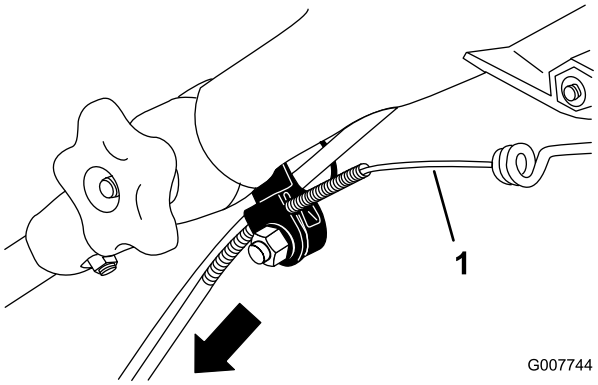

Figuur 36
3. Trek de kabelmantel naar beneden tot de speling in de blootgelegde kabel weg is (Figuur 36).